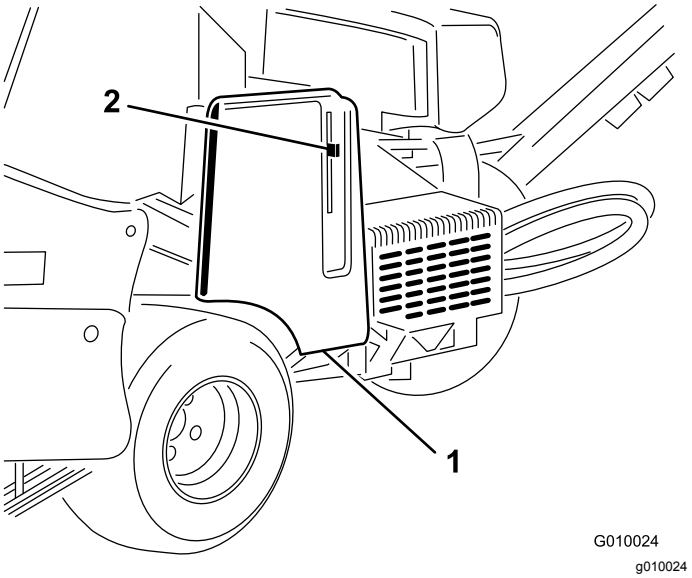

Figur 18
2. Løsn, og fjern remskærmen (Figur 18).